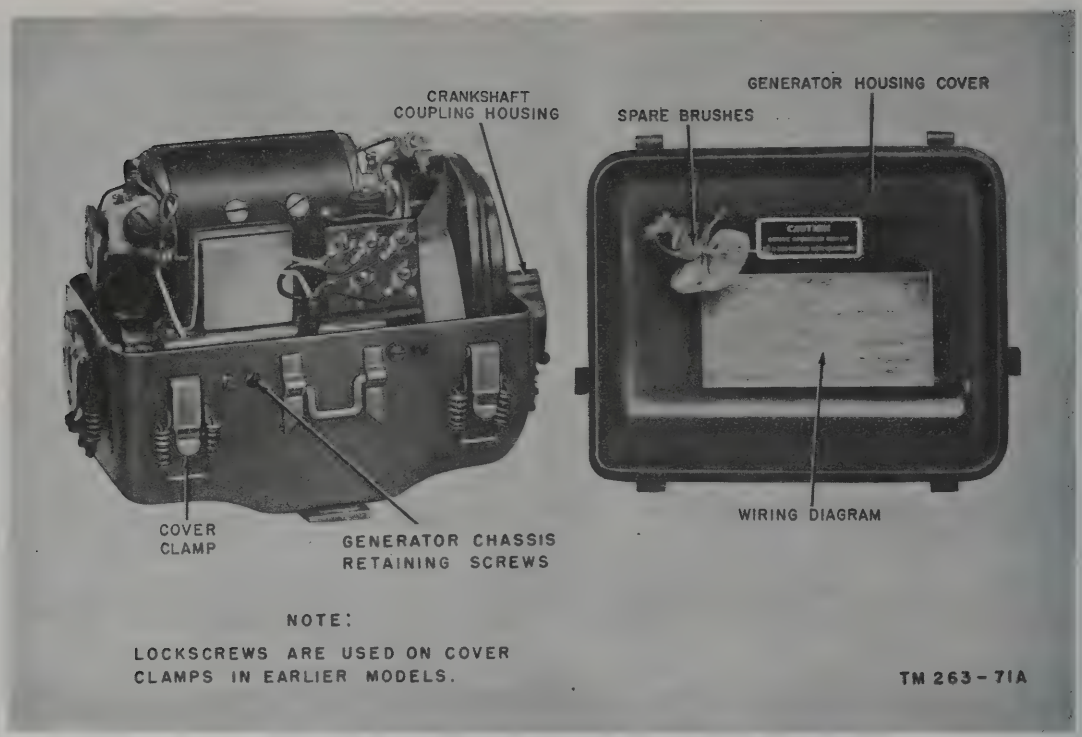
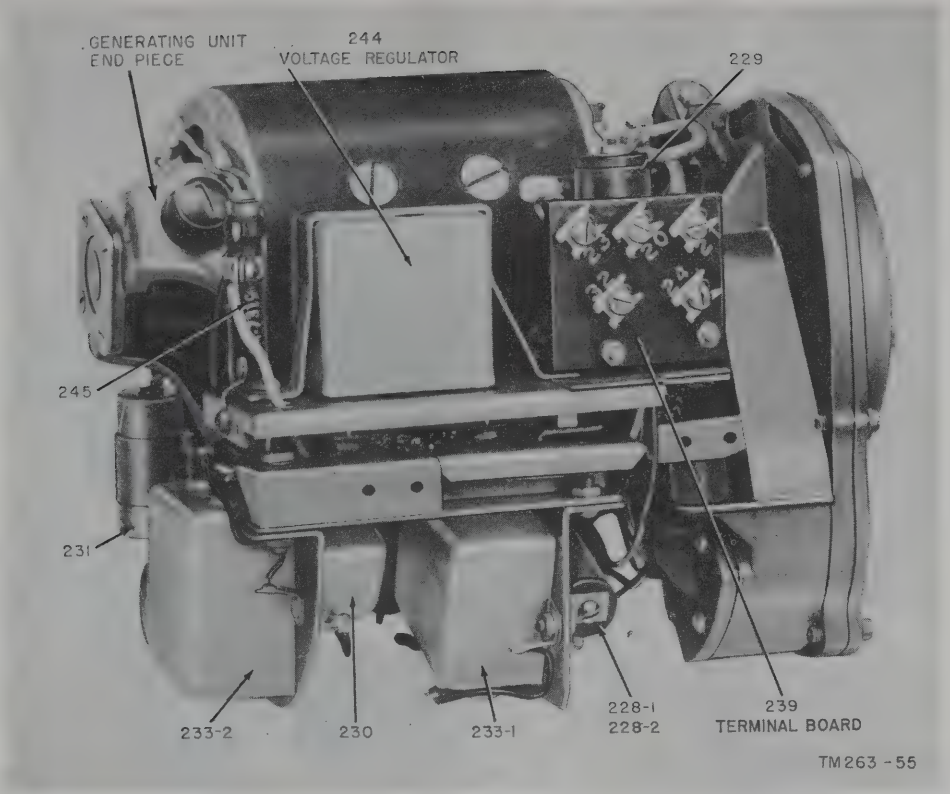

Figure 126. Generator GN–58–(*), top cover removed.
Figure 128. Generator GN–58–A, parts location (front).
To test the generator under load conditions, it will be necessary to remove the top part of the housing. To accomplish this, remove the cover clamp lockscrews which fasten the cover clamps to the side of the housing. After opening the cover clamps, the top of the housing should come off easily when lifted straight up. Figure 126 shows Generator GN–58–A with the top cover removed. Next, loosen the screw which holds the terminal strip insulating cover in front of panel board 239 (fig. 128). This will expose the terminal board, and all voltage measurements can be made at full or no load,
h. Remove the terminal strip insulating cover from in front of panel board 239, exposing the spade lug connections on the board (fig. 126).
j. Remove the *chassis retaining screws* around the top of the lower half of the housing (fig. 126).